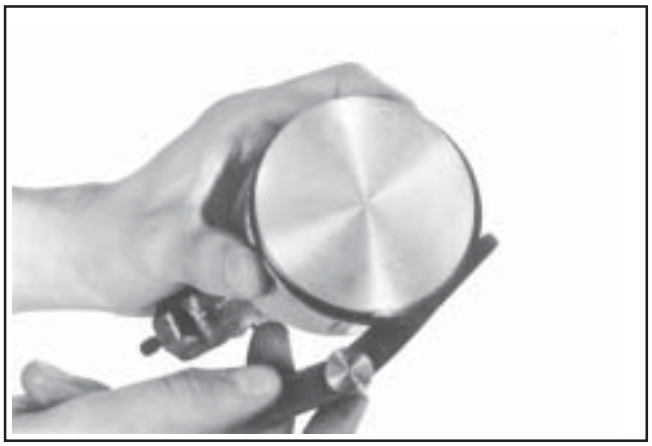

Figure 10-10. Measuring Piston Ring Side Clearance.
5. After installing the new compression (top and middle) rings on the piston, check the piston-to-ring side clearance. Compare the clearance to specifications listed in Section 1. If the side clearance is greater than specified, a new piston **must** be used. Refer to Figure 10-10.